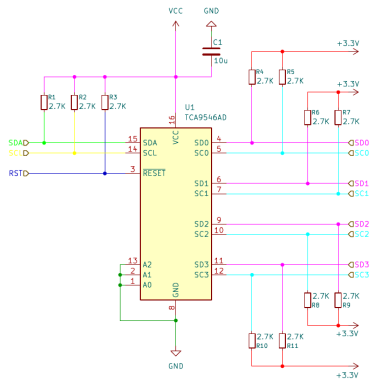

Figure 4: TCA9546AD I^{2}C multiplexer schematic. All pull-ups are 2.7 kΩ to +3.3 V. A0 straps select the board I^{2}C address (see Table 4).
Figure 4 shows the TCA9546A multiplexer schematic. The upstream SDA and SCL lines from the FFC connector enter pins 15 and 14 of U1 respectively, with 2.7 kΩ pull-ups (R1–R3) to VCC. Each of the four downstream channel pairs (SD0/SC0 through SD3/SC3) has
1. Identify the A0 pad on U1 (pin 1 of TCA9546AD; see Figure 4).